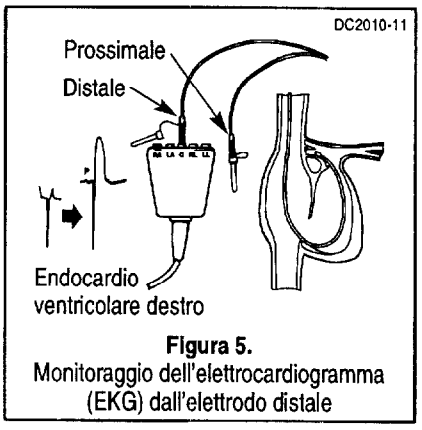

Figura 5. Monitoraggio dell'elettrocardiogramma (EKG) dall'elettrodo distale
6. Connettere l'elettrodo distale all'elettrodo V di un elettrocardiografo adeguatamente isolato (Figura 5). Sotto il monitoraggio continuo dell'elettrocardiogramma (ECG), far avanzare la sonda di diversi centimetri sino a quando il segmento di elevazione ST dell'ECG indica il contatto con l'endocardio.